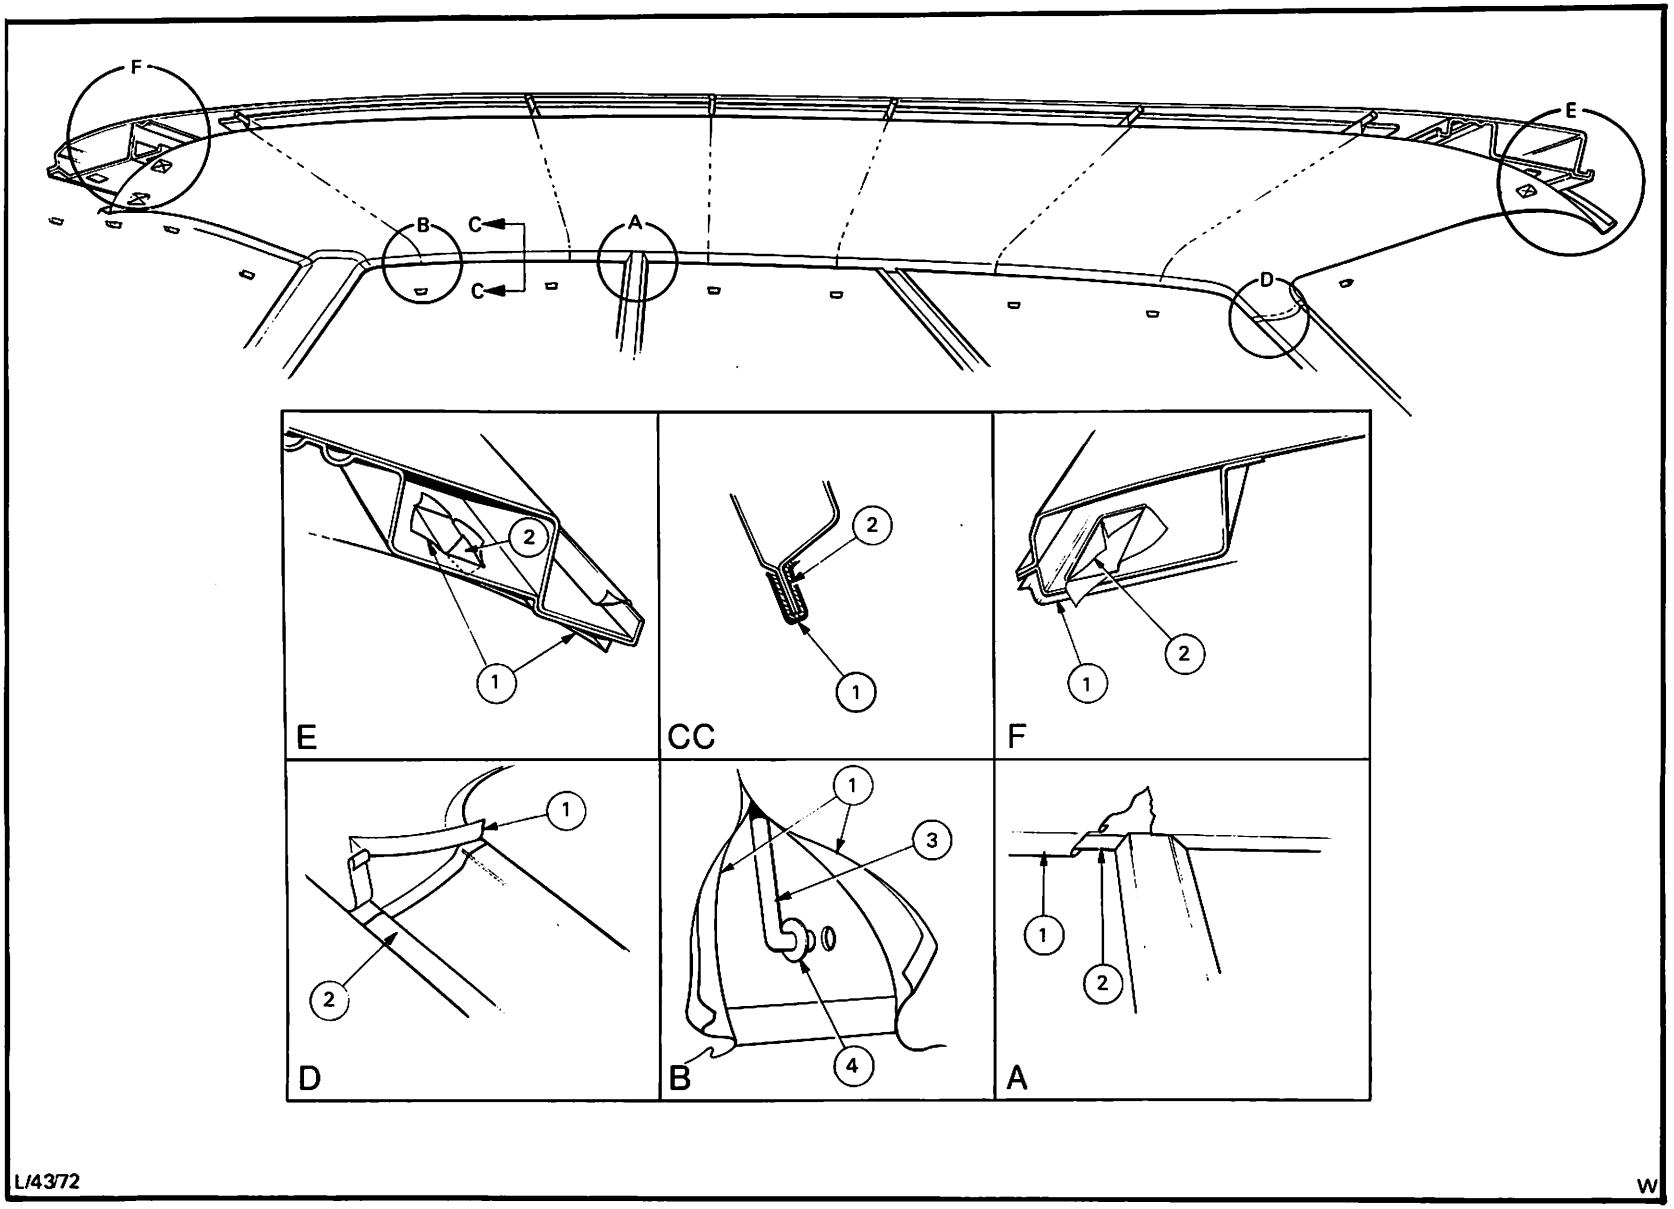
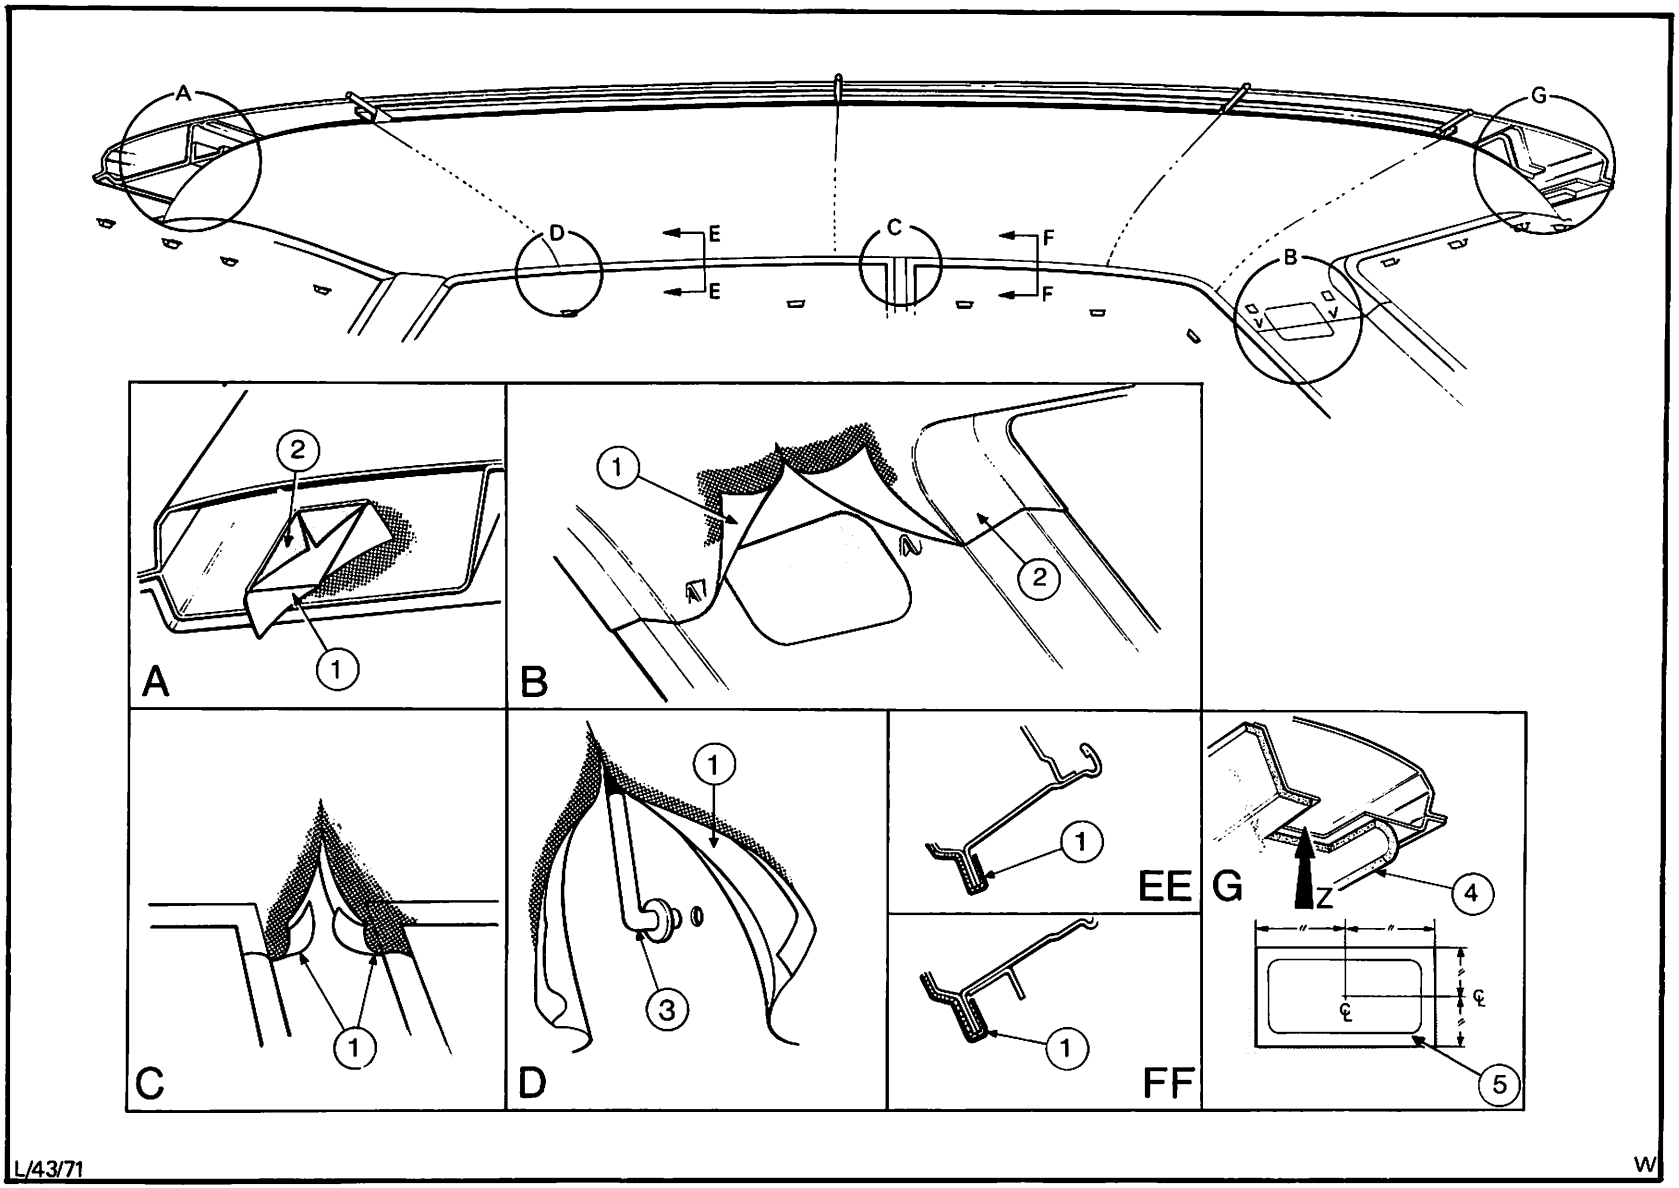

Abb. 32 Himmel und Spanndrähte – Turnier
Abb. 33 Himmel und Spanndrähte – Limousine
7. Halterung der Rohrführungen an die seitlichen Dachrahmen befestigen, Abb. 32, 3-4.
Außenfalzen von Windschutzscheibe, Rückwandscheibe, Türöffnungen, C-Säule und bei Kombifahrzeugen an hinteren Seitenfenstern und D-Säulen, Abb. 32 – Turnier und Abb. 33 – Limousine.
14. Himmel rechts und links an der Windschutzscheiben-Anlagefläche zunächst anbringen. Himmel mit Klammern (4) am Flansch befestigen.
15. Himmel rechts und links mit Klammern (4) am Rückwandscheibenflansch befestigen.
18. Himmel zwischen den C-Säulen und Kante der hinteren Fensteröffnung beiderseits passend schneiden und an die C-Säulen ankleben, Abb. 33.